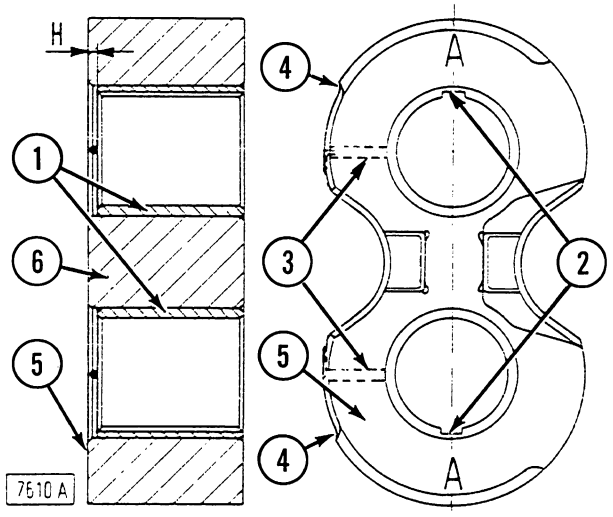

Fig. 15-6 - Pressing bushings into gear supports.
In the event of replacement, reassemble bushings (1, Fig. 15-6) onto the gear supports, bearing in mind the following:
Position lubrication grooves (2) as shown in Fig. 15-6.
The gear supports, which are to be installed by hand, should be positioned with fillets (4, Fig. 15-6) facing towards the outlet port and the faces provided with lubricating groove abutting the gears.